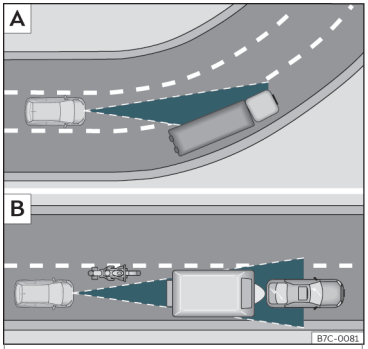

Fig. 162 A Veicolo in curva. B Motociclista che circola anteriormente fuori dal raggio d'azione del sensore radar.
L'ACC potrebbe non rilevare il veicolo che precede in una curva o potrebbe regolare la distanza con veicoli che si trovano su altre corsie››› **fig. 162** A.
- Veicoli che circolano disallineati o al di fuori del raggio di rilevamento del sensore, ad esempio motocicli.››› **fig. 162** B